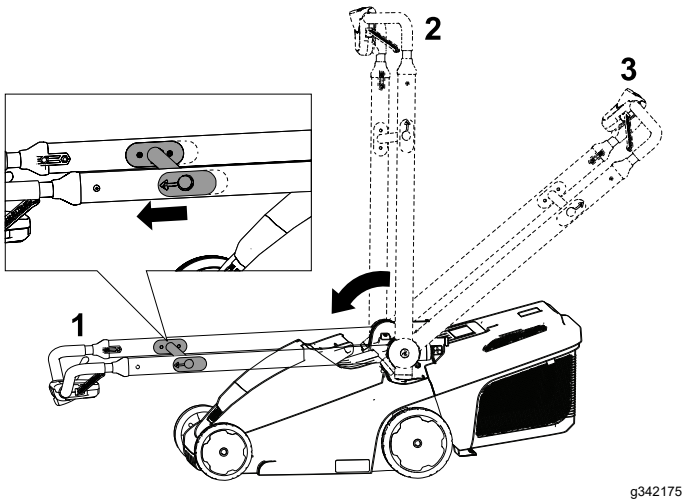

Figura 21
2. Mueva la barra de liberación del manillar hacia el manillar superior para liberar el bloqueo del manillar (Figura 21).
3. Pliegue el manillar parcialmente hacia adelante hasta que esté en posición vertical, o hacia adelante del todo, a la posición de almacenamiento vertical, como se muestra en la Figura 21.